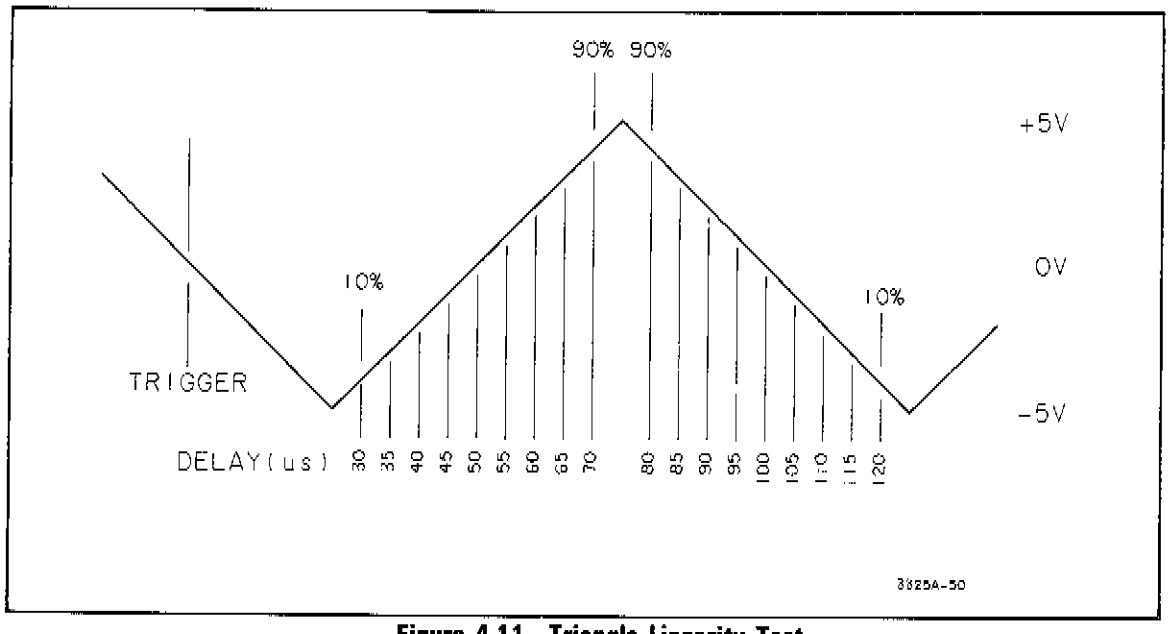

Figure 4-11. Triangle Linearity Test.
a. Connect the 3325A signal output through the 50-ohm feedthru termination to the dc digital voltmeter input (see Figure 4-11(A)).
d. Set the digital voltmeter delay to .00003 (seconds). Record the digital voltmeter reading on the Performance Test Record under "Positive Slope Measurement, (10%) y_1". This is the 10% point on the positive slope of the triangle. See Figure 4-11.